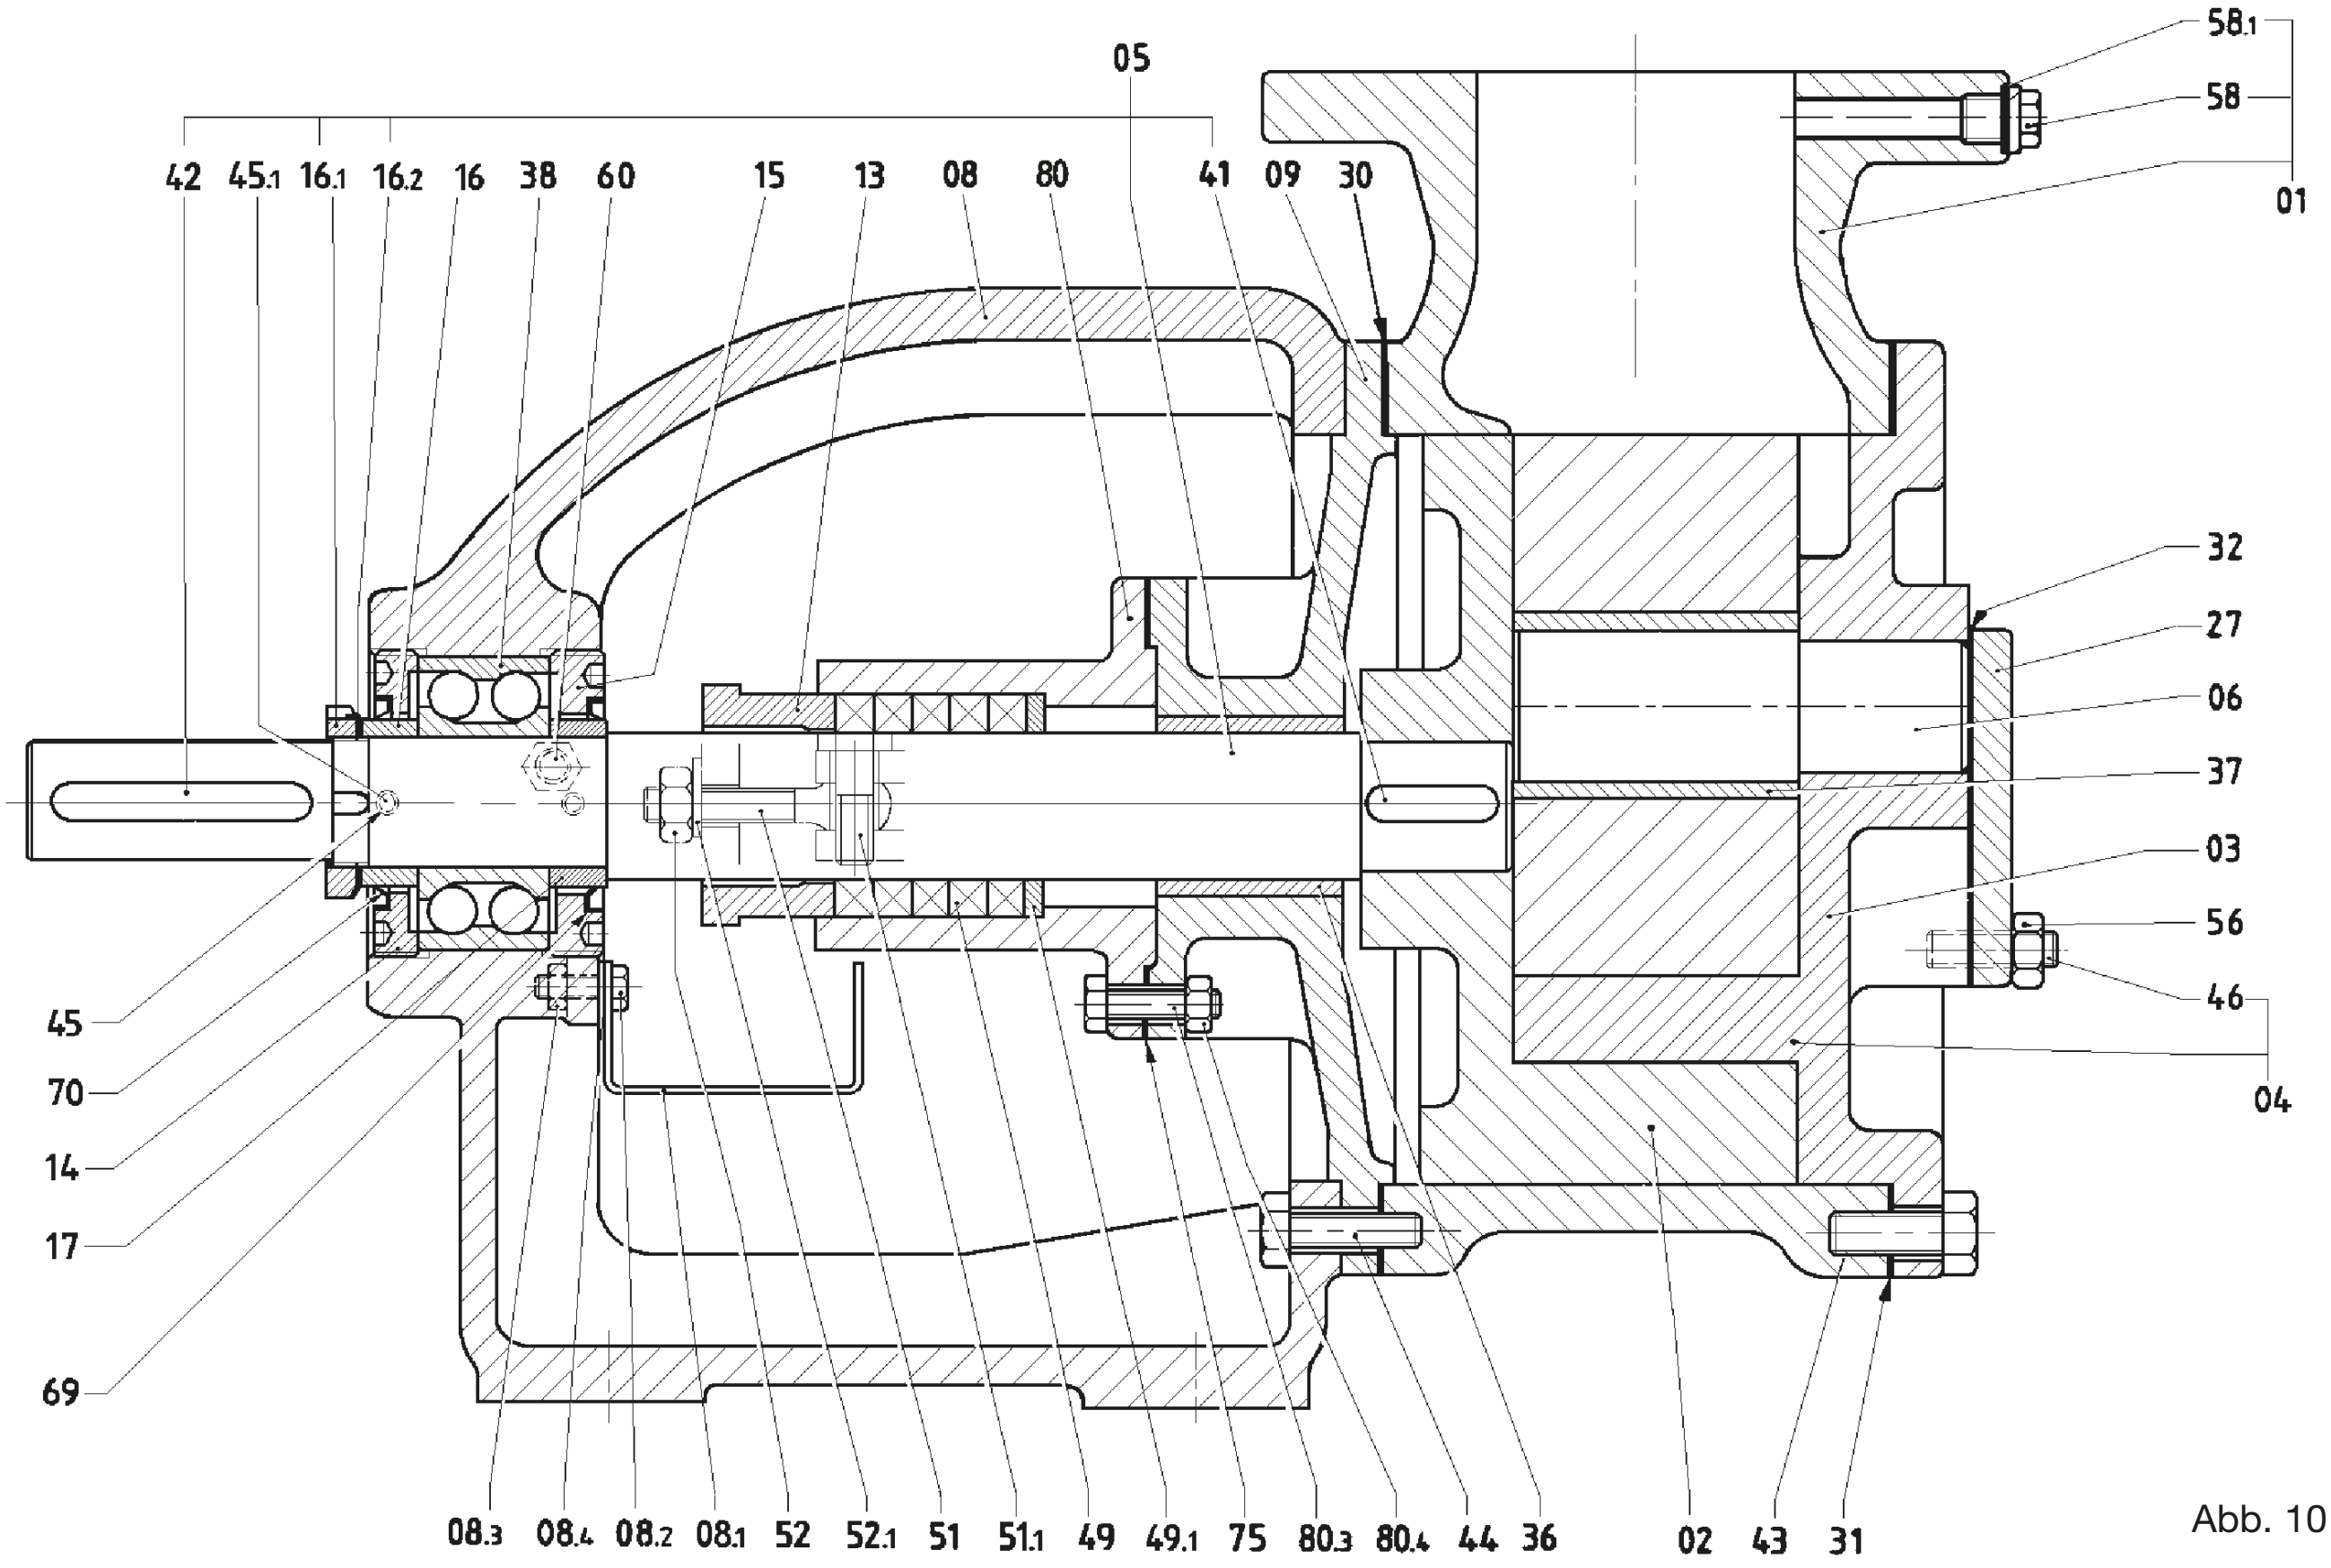
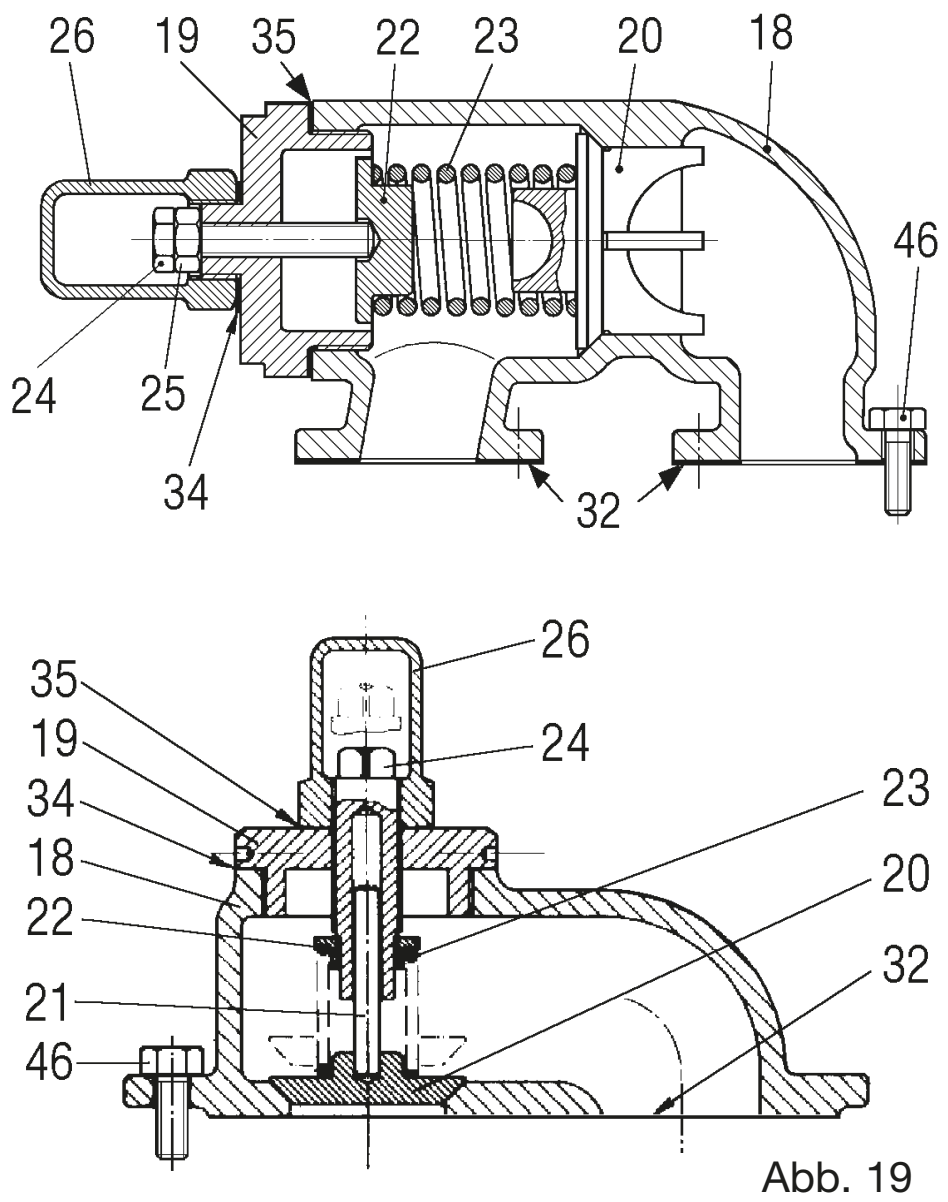

Abb. 10
Abb. 19
11.1 Entfernung des Abdeckung (04) (Abb. 10)
- ☐ Die Schrauben (43) lösen. Wo vorhanden die beiden Gewindebohrungen benutzen, um das Abziehen zu vereinfachen.
- ☐ Bei der Entfernung der Abdeckung Beschädigungen der Dichtung (31) vermeiden. Anderenfalls muss sie ersetzt werden. keine beschädigten Dichtungen oder Dichtungen mit einer Stärke verwenden, die sie von der der Originaldichtung unterscheidet.
11.2 Entfernung des Losrads (03) (Abb. 10)
- ☐ Das Rad vom Bolzen (06) abziehen; in der zentralen Bohrung ist ein Bronzelager (37) vorhanden. Einige Versionen weisen dieses Bronzelager nicht auf und dann hat der Bolzen einen größeren Durchmesser.
11.3 Entfernung des Bolzens (06) (Abb. 10)
11.4 Entfernung des Körpers (01) (Abb. 10)
- ☐ Die Schrauben (44) entfernen.
- ☐ Den Körper von der Baugruppe Flansch-Halterung (09) trennen und dabei darauf achten, dass die Dichtung (30) nicht beschädigt wird; anderenfalls muss sie ersetzt werden.
11.5 Entfernung der Kugellager (38) (Abb. 10)
11.12 **Entfernung des Bronzelagers** (Abb. 10)
- ☐ Wie in den Anweisungen (Punkt 11.1-11.2-11.4-11.5) für die Pumpen mit Packungsdichtung oder mechanischer Dichtung angegeben vorgehen und die Welle vollständig aus der Baugruppe Flansch-Halterung (09) herausziehen.
- ☐ Zum Entfernen des Rotors eine Presse benutzen (02).
- ☐ Bei der Version V200 die Flanschhalterung (09) auf 80 °C erwärmen und dann das Bronzelager (36) einsetzen. Warten, bis sie abgekühlt ist. Unter Beachtung der Angaben von Varisco die Abmessungen mit einer Werkzeugmaschine auf Toleranz bringen.
11.13 **Entfernung und Ausbau des Sicherheitsventils.** (Abb. 19)
- ☐ Das vollständige Ventil entfernen; dazu die Schrauben (46) lösen und dabei darauf achten, dass die Dichtung/en (32) nicht beschädigt wird/werden.. Anderenfalls müssen sie ersetzt werden.
- ☐ Die Kappe (26) und die Dichtung (35) entfernen und dabei gegebenenfalls die Kontermutter (25) lösen.